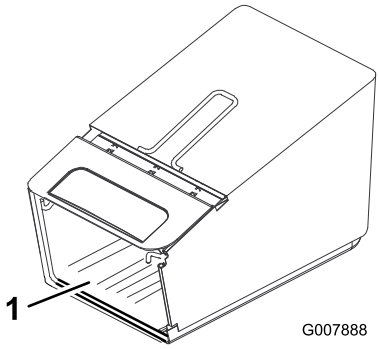

Figur 7
2. Kontrollera att uppsamlarbasens sidor är **inuti** uppsamlarramen enligt (Figur 7).